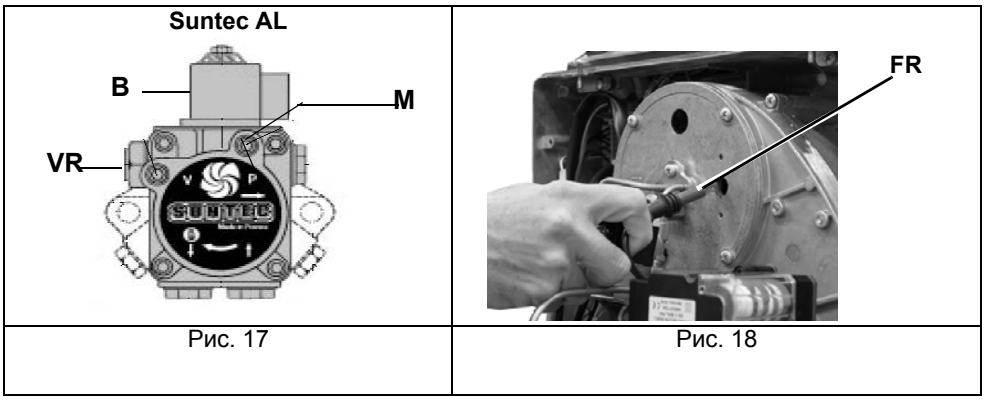

Рис. 17 Рис. 18
2) снять соединительный разъем катушки **B** на насосе (Рис. 17) во избежание нежелательного попадания дизтоплива в камеру сгорания;
5) выпустить воздух через штуцер манометра **M** насоса, расслабляя слегка заглушку, но не снимая ее (Рис. 17);
8) вновь подсоединить катушку **B** на насосе (Рис. 17);